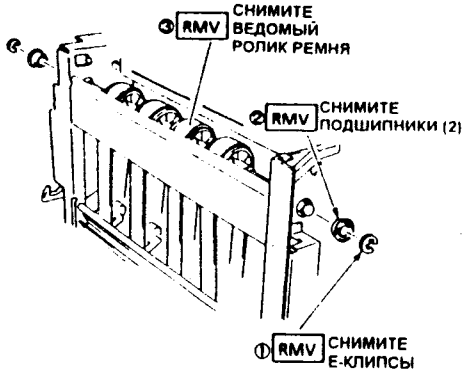

Рис. 6
15.(Рис. 6 и 7) Снимите верхний ролик ремня